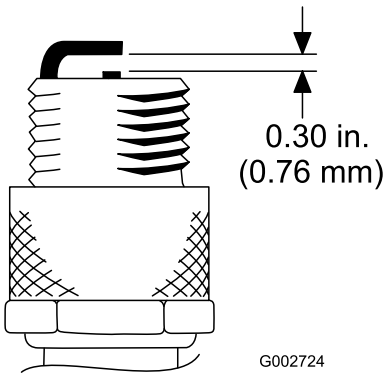

Figur 27
4. Kontrollera att mellanrummet mellan mitt- och sidoelektroderna är 0,76 mm (Figur 27). Montera tändstiftet med korrekt mellanrum med packningsförslutningen och dra åt stiftet till 23 Nm. Se till att skruva åt stiftet ordentligt om du inte använder en skiftnyckel.